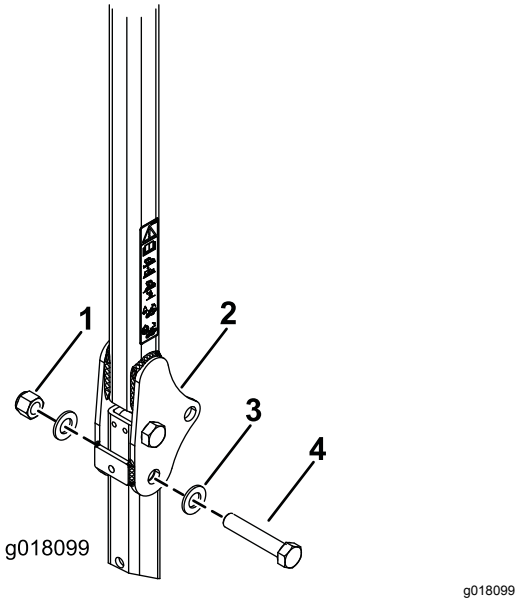

Figura 13
3. Inserite una rondella (13/16" x 1½") su ciascun bullone (¾" x 4"), come illustrato nella Figura 13.
4. Nei fori da cui sono state estratte le spine, installate bulloni e rondelle (Figura 13).
5. Montate un'altra rondella su ciascun bullone e fissate con i dadi (¾"), come illustrato nella Figura 13. Serrate i dadi a 323 - 396 N·m.
6. Serrate il bullone orientabile del ROPS (Figura 13) a 91 - 113 N·m per evitare il rimbalzamento del roll bar e del parasole.